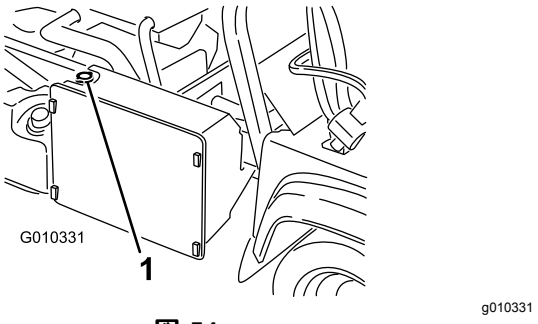

図 54
3. ラジエターキャップを取る図 54。
4. 冷却液タンクのキャップを取る図 54。
7. ラジエター液を一杯にして、キャップを閉める図 54。